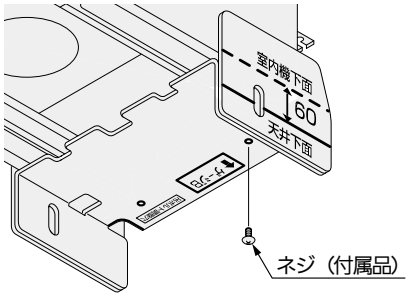

図 11
ゲージは矢印を外向きにして、○（太丸）印部へ穴を開けて付属 M5 ネジ（各 2 本）で取り付けます。（図 11）
② ゲージで室内ユニット本体の高さ調節もできます。吊ボルト調節穴より吊ボルトナットを上下させて、ゲージの天井下面を天井面に合せると室内ユニットの高さ調節ができます。（この時、吊ボルトの上ナットはフリーの状態にする必要があります）（図 11）